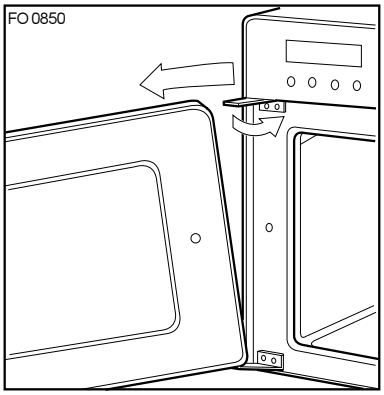

Fig. 10
- Fig. 10) Incliner légèrement la port en avant et refermer le bras de la charnière supérieure.